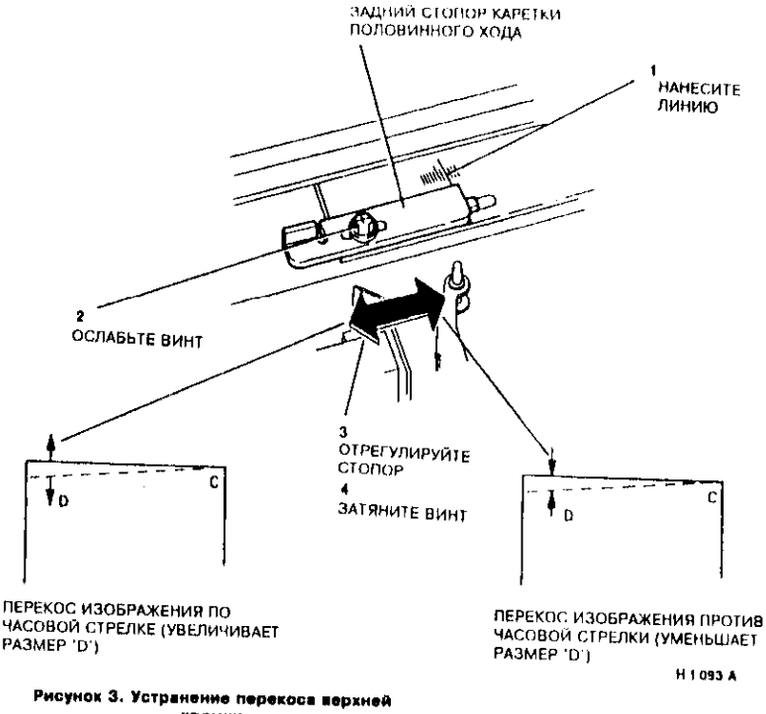

Рисунок 3. Устранение перекоса верхней кромки
2. Для устранения перекоса верхней кромки отрегулируйте положение заднего стопора каретки половинного хода (рисунок 3).